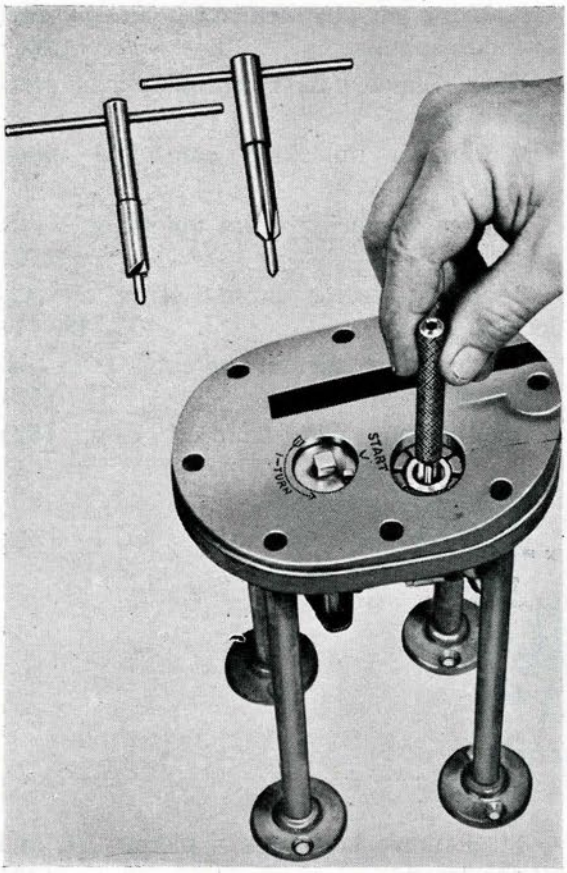

Figure 225
*5. Lap hole in body for starting piston (Fig. 225). **(WE56)**